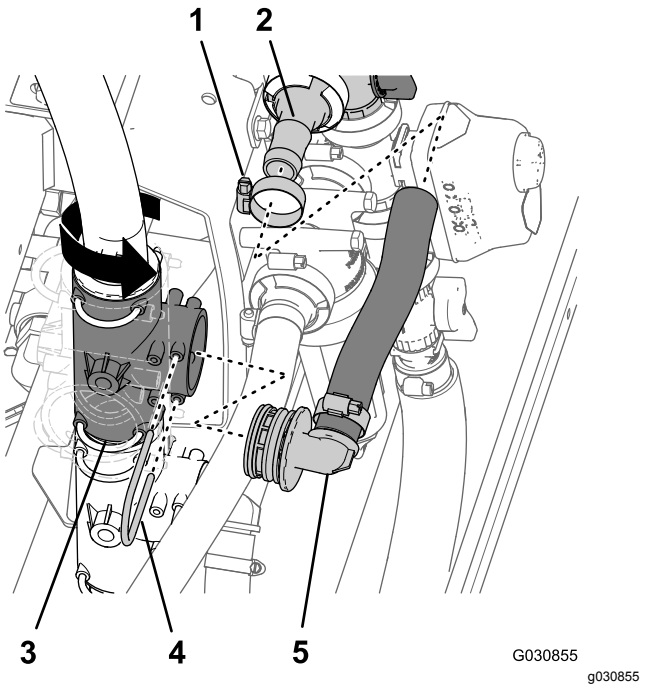

Figur 105
4. Roter det øvre T-stykket på venstre side av manifoldbraketten 90° mot urviseren som vist i Figur 105.
5. Monter omløpsslangen for risting (1 x 10 tommer) over den rette koblingen med mothaker på omløpsventilen for risting (Figur 105).
6. Monter muffen på 90°-koblingen med mothaker på enden av omløpsslangen for risting (1 x 10 tommer) i det øvre T-stykket på venstre side av manifoldbraketten (Figur 105) med holderen som du fjernet i trinn 4 av Fjerne risteventilen, kuleventilen og slangene (side 32).